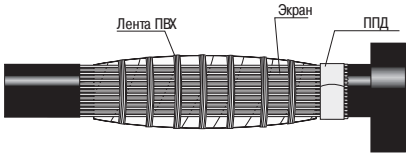

Рисунок 14
4.22 Снять бандаж с проволок экрана на разделке с предустановленной ППД. Длинные проволоки экрана освободить от бандажа и разогнуть вдоль муфты, наложить на экран разделки с предустановленной ППД и закрепить, домотав пружину (рисунок 14).